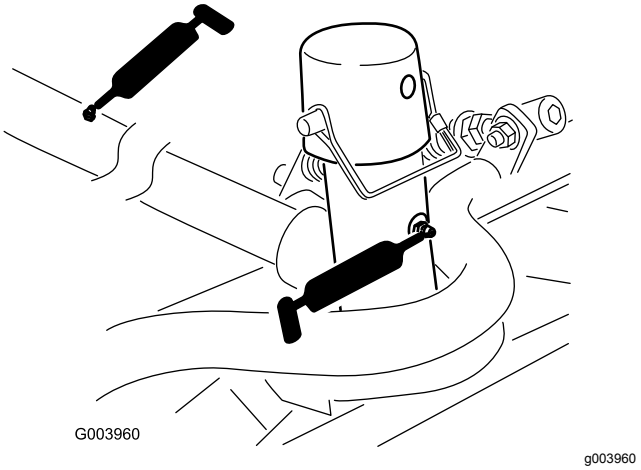

Figur 77
- Bæreramme og dreietapp for klippeenhet (2 hver) (Figur 77)